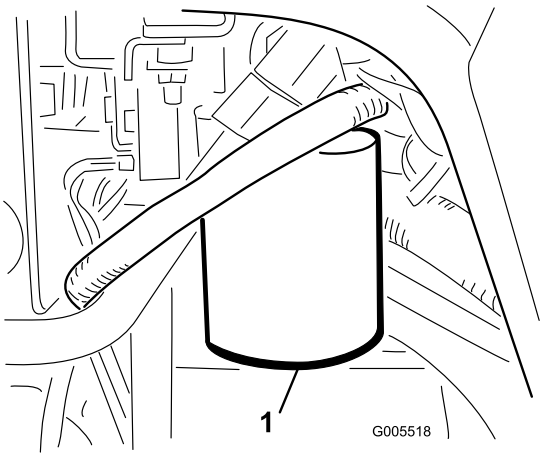

Bild 57
1. Reinigen Sie den Anbaubereich des Filters (Bild 57). Stellen Sie ein Auffanggefäß unter den Filter und entfernen den Filter.